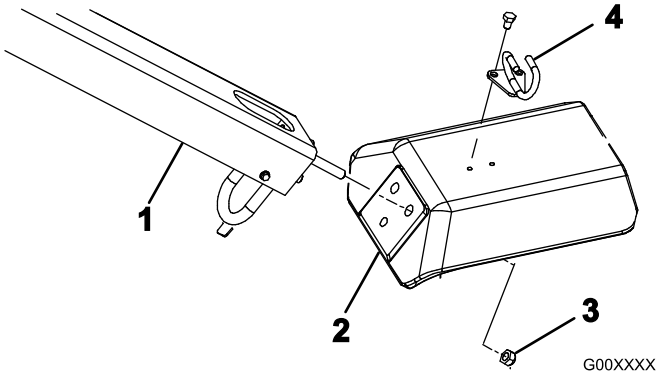

**Figur 4**
2. Sæt håndtagets monteringstappe ind i gaflens huller (Figur 4).
3. Fastgør håndtagets tappe på gaflen med 3 låsemøtrikker (1/2 tomme) (Figur 4)
5. Monter kabelholderen øverst på gaflen med to bolte (5/16 x 1/2 tomme) (Figur 4).